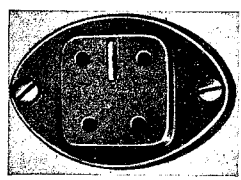

Fig. 4 — 493A Jack Mounted in Baseboard
5.03 The 493A jack is installed in baseboard or wall panel, as shown in Fig. 4, and as follows: